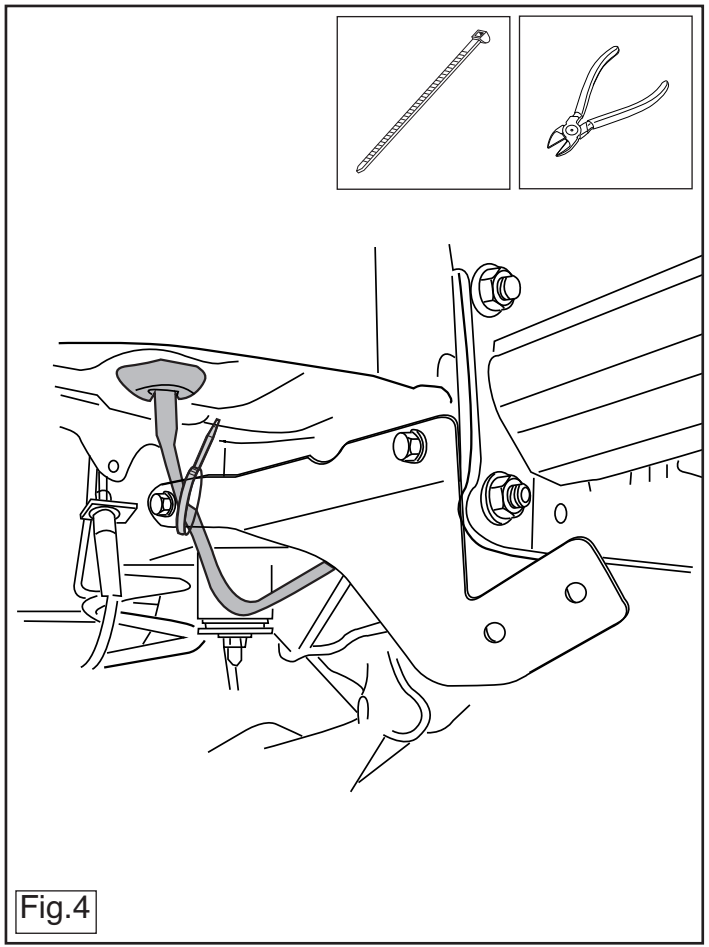

Fig.4
4. привязать провода пластмассовой проволокой. См. рисунок 4